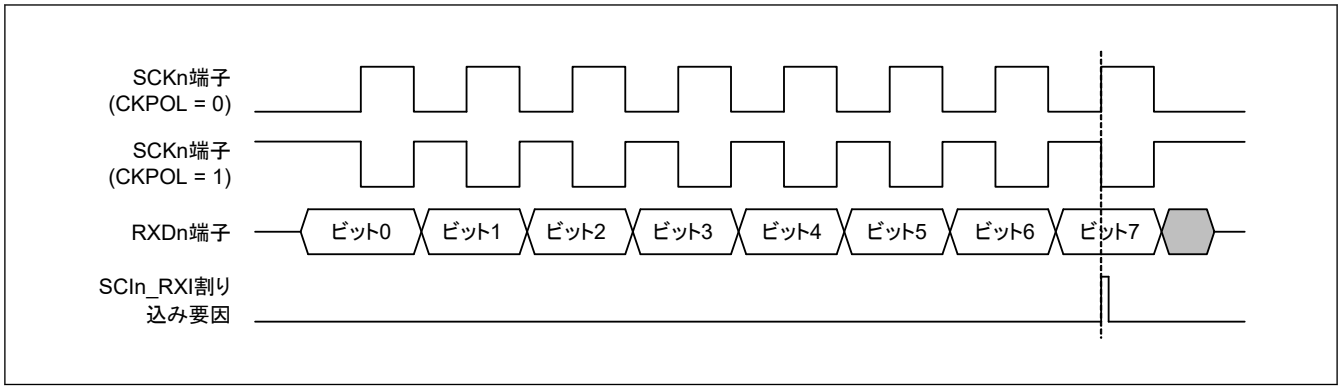

**図 25.105　簡易 SPI モードにおける SCIn_RXI 割り込みの発生タイミング（クロック遅れあり）**
- クロック遅れあり（SPMR.CKPH ビット = 1）では、図 25.105 に示すように、SCKn 端子の最終クロックエッジ手前のクロックエッジで受信データフル割り込み (SCIn_RXI) が発生します。SCR レジスタの TE ビットと RE ビットを SCKn 端子の最終クロックエッジより前に 0 にすると、SCKn 端子出力がハイインピーダンスとなり、送受信クロックの最後のクロックパルス幅が短くなります。また、SCIn_RXI 割り込みの発生によって、SCKn 端子の最終クロックエッジより前に接続先スレーブの SSn 端子入力信号が High になった場合、スレーブが誤動作する可能性があります。